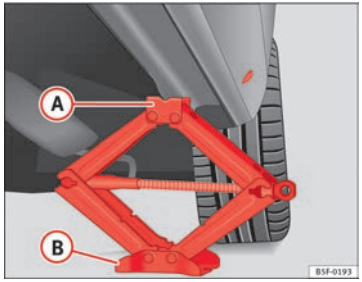

Fig. 170 Strut: mounting the jack on the vehicle
– Turn the jack*, located below the strut support point, to raise it until tab (A) ⇒ Fig. 170 is below the housing provided.
– Align the jack* so that tab (A) “grips” onto the housing provided on the longitudinal member and the mobile base plate (B) is resting on the ground. The base plate (B) should fall vertically with respect to the support point (A).